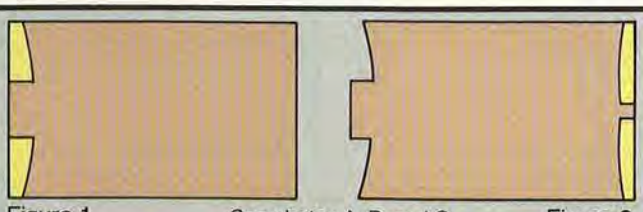

Figure 1 See photos A, B, and C Figure 2
**2** Using a ⅜" gouge, form a concave bottom (up to the tenon) on the turning as shown in Photo C and Figure 1 at the *bottom* of the page. This shearing cut eliminates the torn end grain resulting from the scraping cuts made with the parting tool and results in much less sanding later. The concave bottom also helps the completed weed pot to sit level.